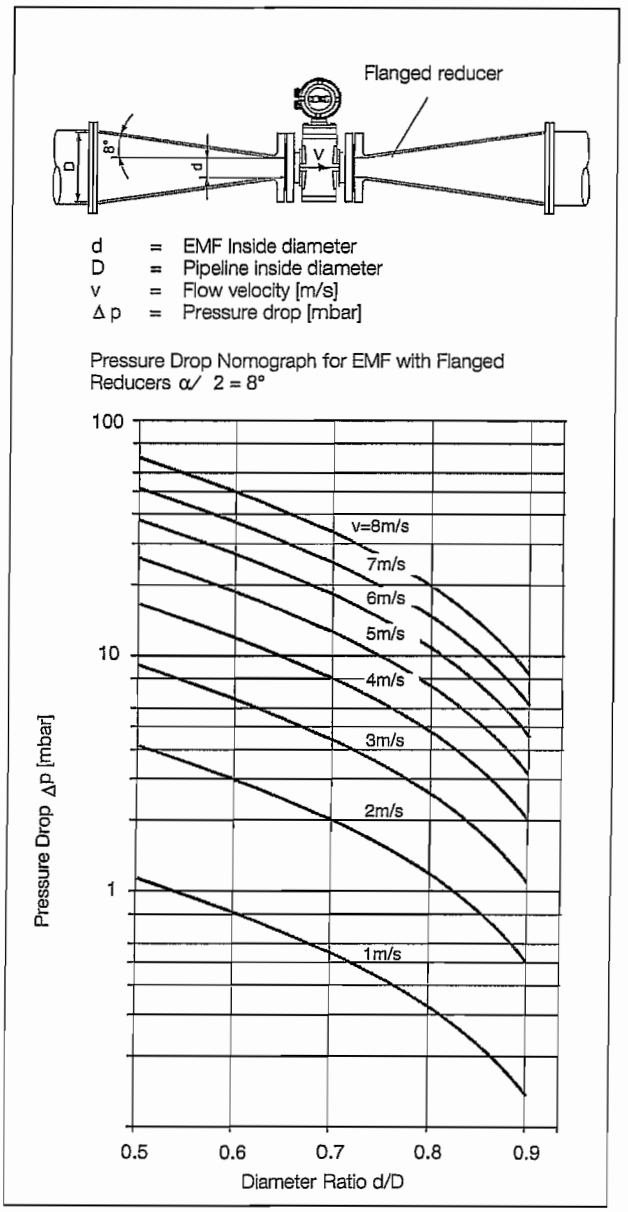

Fig. 4: Nomograph for EMF Pressure Drop Determinations
The flowmeter primary can readily be installed in larger pipeline sizes by utilizing reducers (e.g. flanged reducers DIN 2616). The pressure drop which results from the reduction can be determined from the Nomograph Fig. 4. The pressure drop is determined in the following manner:
3. Read the pressure drop on the Y-Axis in Fig. 4.